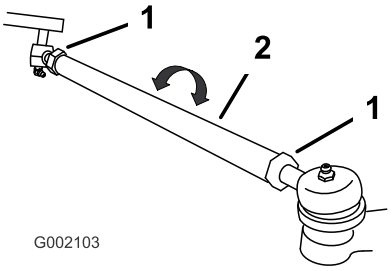

**Figure 45**
3. If the measurement does not fall within the specified range (refer to the dimensions and parameters at the beginning of this procedure), loosen the jam nuts at both ends of the tie rods (Figure 45).